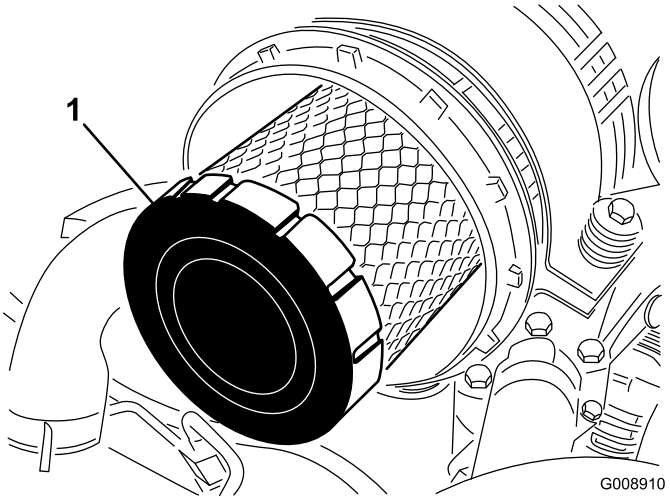

Figura 60
4. Retire y cambie el filtro primario (Figura 60).